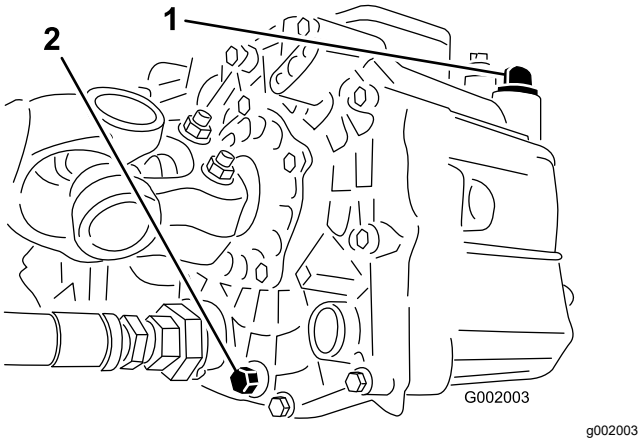

**Figura 56**
3. Remova o bujão de drenagem da lateral do reservatório e deixe o fluido hidráulico fluir para a bandeja de drenagem (Figura 56).